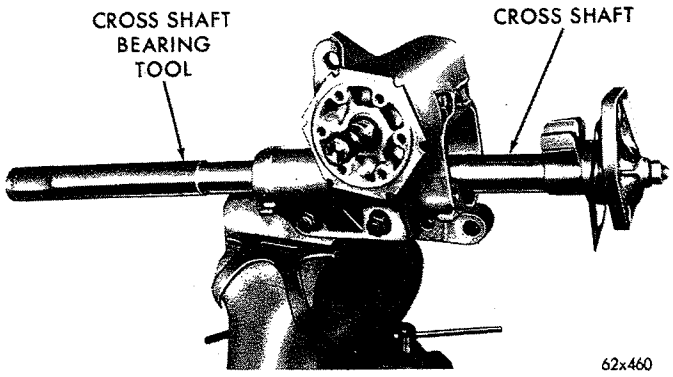
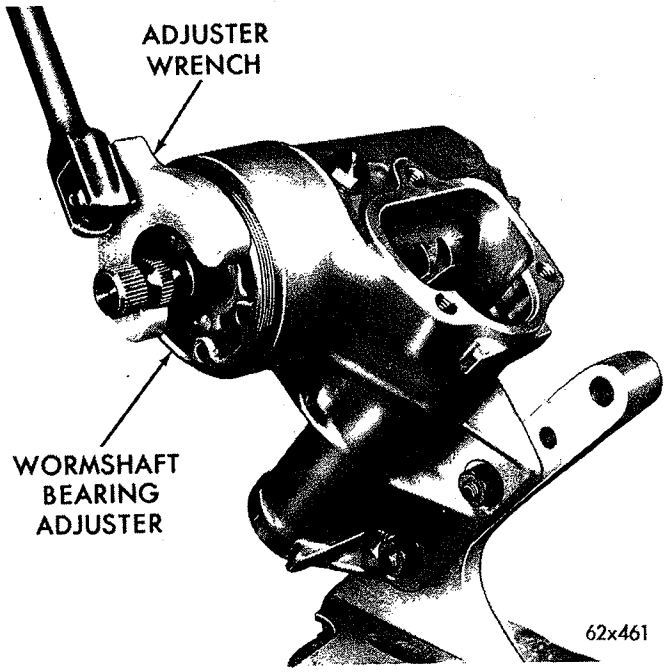

*Fig. 5—Removing Cross Shaft (Belvedere and Satellite)*
*Fig. 7—Removing Worm Shaft Adjuster*
(4) Remove bolts from cross shaft cover and slowly remove cross shaft while sliding arbor Tool C-3875 for Belvedere and Satellite models and Tool C-3786 for Fury models into housing (Figs. 5 and 6).
(5) Remove lock nut from cross shaft adjusting screw and remove screw from cover by turning screw clockwise.
(6) Slide adjustment screw and shim out of slot in end of cross shaft.
(7) Loosen wormshaft bearing adjuster lock nut with a soft drift and remove lock nut. Hold wormshaft from turning while unscrewing adjuster, using tool wrench from Tool Set C-3884 (Figs. 7 and 8).
(8) Slide wormshaft adjuster off shaft.